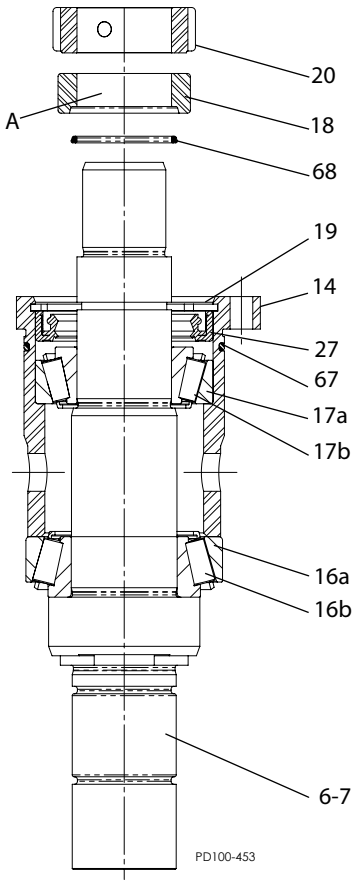

Afbeelding 47 - Lager monteren
3. Installeer de voorste lagerschaal (Afbeelding 47, item 16a) op de gemonteerde conus (item 16b) en vervolgens het lagerhuis (item 14).
4. Druk de achterste lagerconus (item 17b) op de as en in de conus.
5. Druk de achterste afdichting (item 27) op het lagerhuis (item 14) met het uitsteeksel weg van de lager gericht en installeer de borgring (item 19). Positioneer de afdichting zoals weergegeven en zorg ervoor dat deze de lager niet hindert.
6. Installeer de o-ring (item 68) en afdichtingsmof (item 18) op de as zoals weergegeven op Afbeelding 47. Positioneer de afdichtingsmof met de groef naar de lager gericht.
7. Installeer de lagerafstelmoer (item 20) en span deze met de hand aan. Span de borgschroeven nog niet aan.
8. Installeer de o-ring (item 67) in de groef van het lagerhuis (item 14).